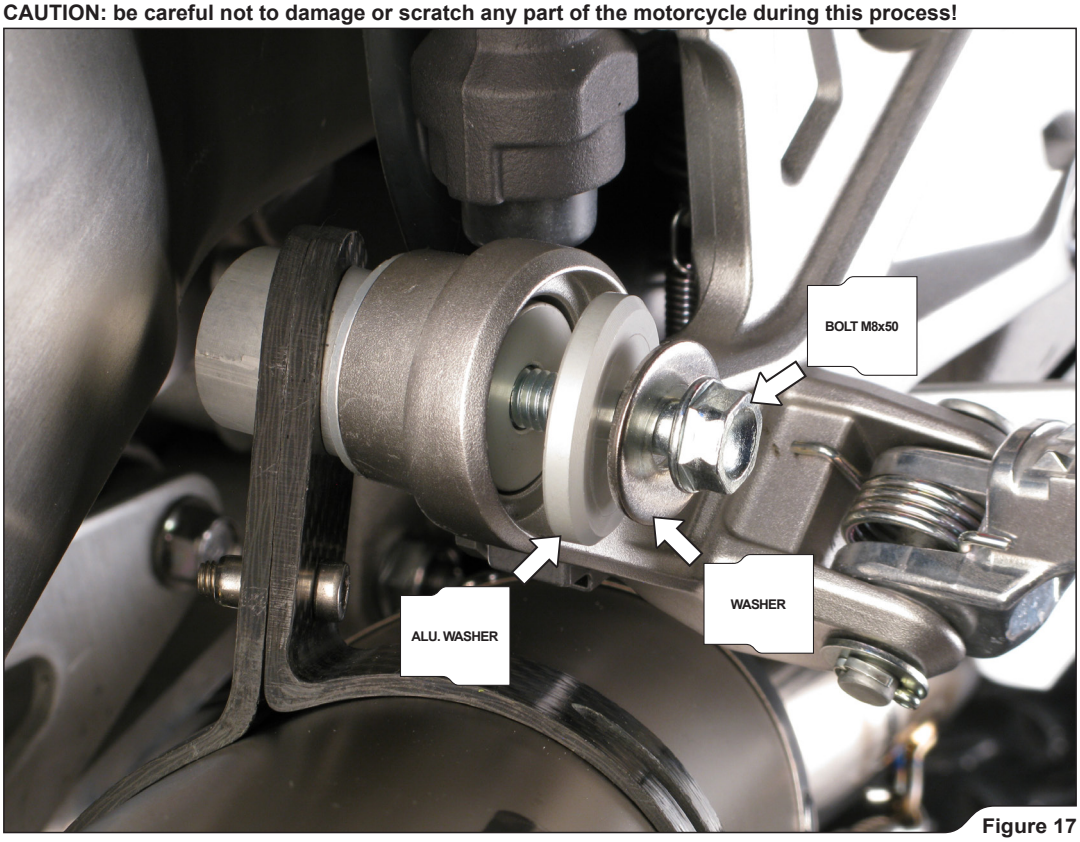

Figure 17
8. Hand tighten the clamp onto the muffler's bracket using bolt, washer and aluminium washer from Akrapovič installation kit **(Figure 17).**